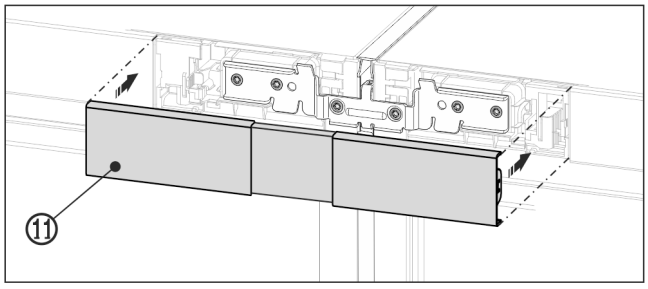

Fig. 24 Reprezentare exemplificativă
▶ Fixați capacul *Fig. 24 (11)* pe porțiunea încă deschisă dintre cele două măști ale panoului de comandă. Aveți grijă ca laturile exterioare ale capacului să fie aliniate la nivel cu măștile panourilor de comandă.